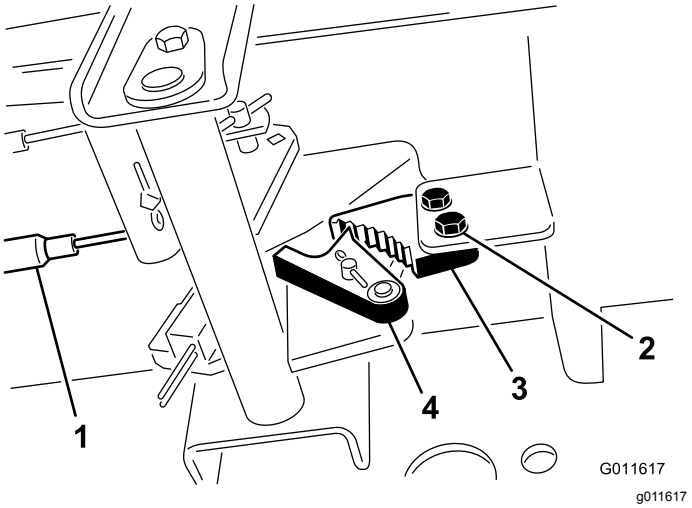

Figuur 98
1. Draai de 2 schroeven los waarmee de pal van de parkeerrem is bevestigd aan het frame (Figuur 98).
2. Trap het pedaal van het parkeerrem naar voren totdat de remvergrendeling de rempal geheel vastgrijpt (Figuur 98).